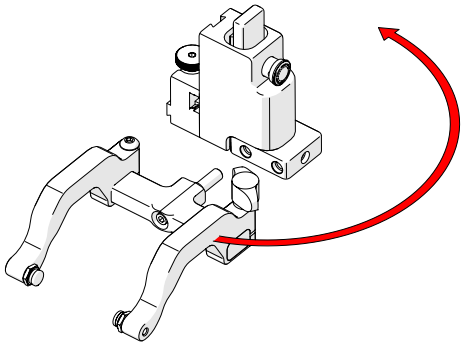

Fig. 106 - Orient to opposite side
2. Position the yoke and arms to the opposite side of the probe holder *(Fig. 106)*.